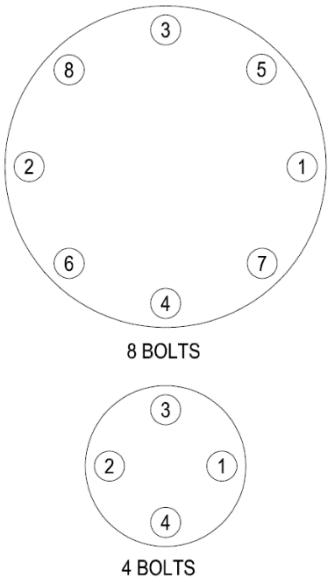

**Figure 4 - Bolt Tightening Sequence**
6. Using a crisscross pattern shown in Figure 4, apply torque in four steps of 25% increments. For example, if the torque required is 100 ft-lb, the torque should be applied in 25 ft-lb increments. Apply 25 ft-lb to each nut, then 50 ft-lb, then 75 ft-lb, etc.